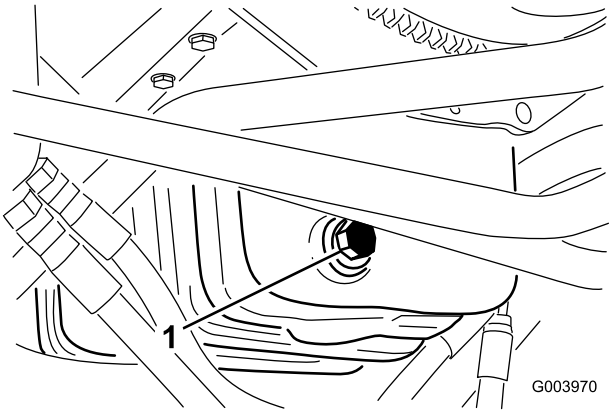

**Figura 54**
1. Retire el tapón de vaciado (Figura 54) y deje fluir el aceite a un recipiente apropiado.